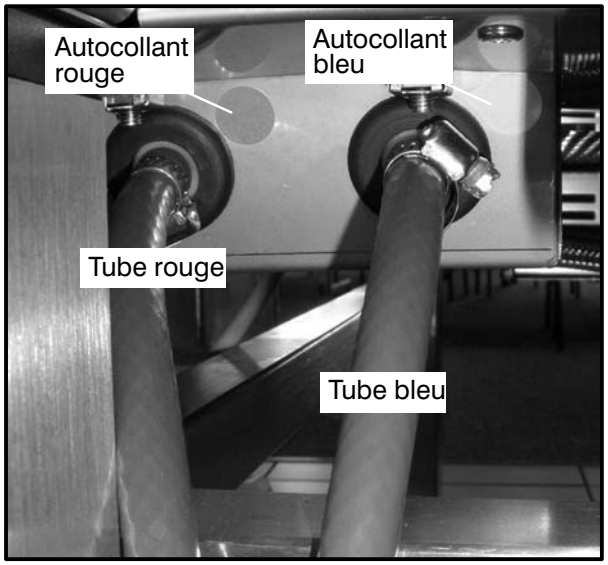

Figure 6
2. Branchez les tubes de détergent fournis (rouge et bleu) sur la face inférieure du four près de l'arrière, puis raccordez le tube bleu au raccord muni de l'autocollant bleu et le tube rouge, à celui muni de l'autocollant rouge (voir la Figure 6).